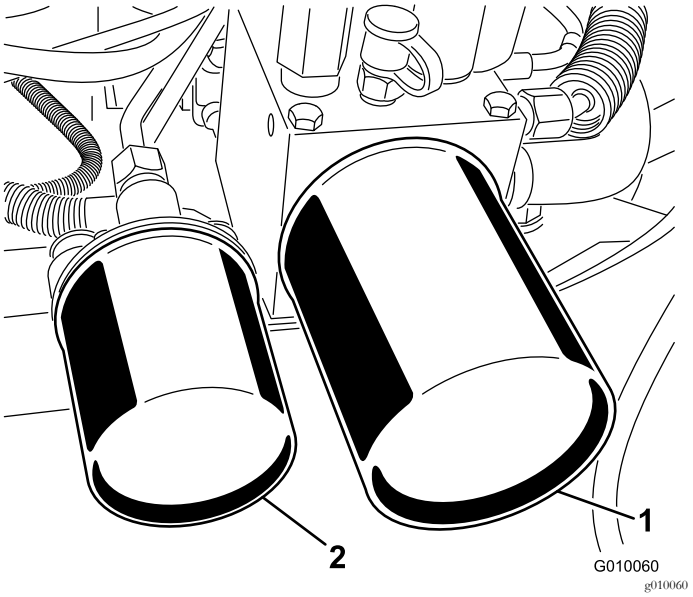

**Figur 59**
2. Plasser et tappefat under filtrene, fjern de gamle filtrene og tørk av filteradapternes pakningsflate (Figur 59).